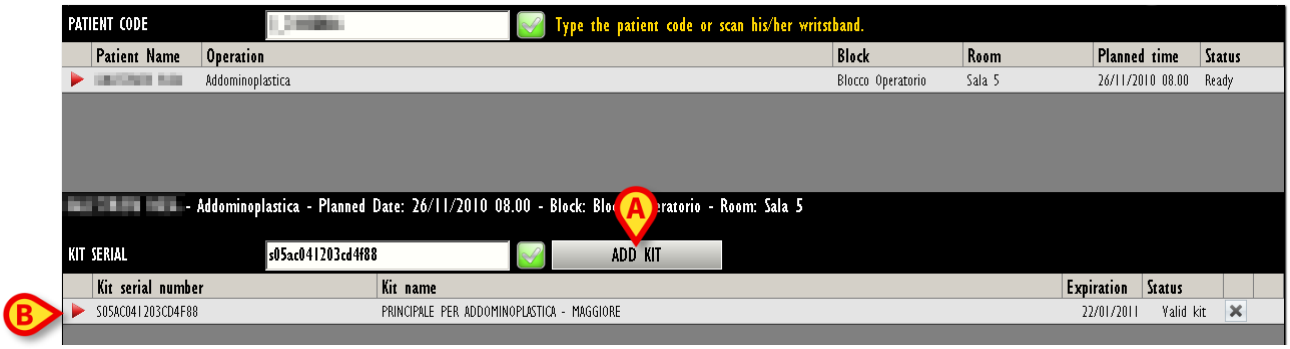

Fig 252
- Click the **Add Kit** button (Fig 252 **A**).
A row corresponding to the kit to be associated is displayed (Fig 252 **B**).